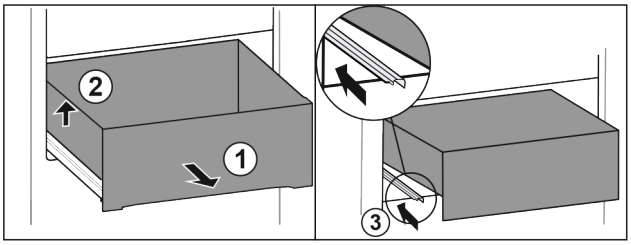

Fig. 159
▶ Scoateți sertarul până la opritor. *Fig. 159 (1)*
▶ Ridicați sertarul din stânga. *Fig. 159 (2)*
▶ Inserați șina din stânga. *Fig. 159 (3)*